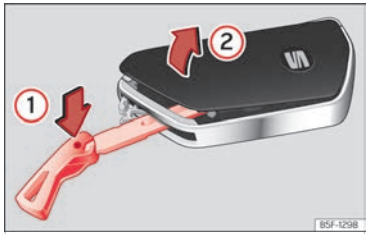

Fig. 71 Llave del vehículo: abrir la tapa del compartimento de la pila.
- Introduzca el espadín en la ranura ››› fig. 71, presiónelo en el sentido de la flecha ① y desprenda la tapa haciendo palanca ②.